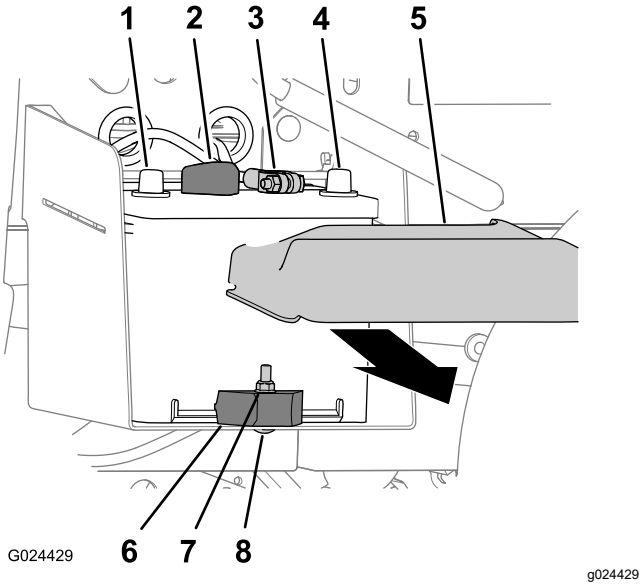

Figura 50
1. Apriete los lados de la tapa de la batería y retire la tapa de la parte superior de la batería (Figura 50).
2. Desconecte el cable negativo de la batería del borne de la batería (Figura 50).
3. Desconecte el cable positivo de la batería del borne de la batería (Figura 50).
2. Retire la contratuerca, el perno de cuello cuadrado y la abrazadera que sujetan la batería a la bandeja de la batería (Figura 50).
3. Retire la batería de su bandeja (Figura 50).
1. Alinee la batería con la bandeja de la batería de la máquina (Figura 50).
Nota: Asegúrese de que los bornes positivo y negativo de la batería están alineados según se muestra en Figura 50.
2. Sujete la batería a la bandeja de la batería con la abrazadera, el perno de cuello cuadrado y la contratuerca (Figura 50).
1. Conecte el cable positivo de la batería al borne de la batería (Figura 50).
2. Conecte el cable negativo de la batería al borne de la batería (Figura 50).
3. Instale la tapa de la batería en la parte superior de la batería (Figura 50).